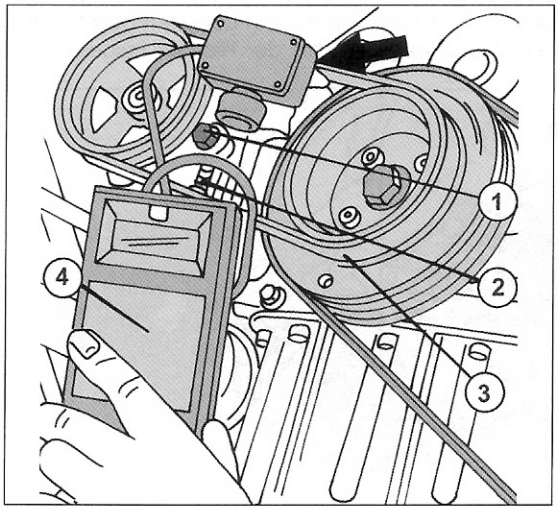

Bild 143
Zuerst den Riemen der Lenkhilfspumpe unter Bezug auf Bild 143 ausbauen:
- Das Messwerkzeug (4) wie in Bild 143 gezeigt an der oberen Laufstrecke des Riemens ansetzen und die Mutter (2) anziehen, bis eine Anzeige von 102 SEEM-Einheiten ± 10) erhalten wird. Spannung halten und die Schraube (1) anziehen.